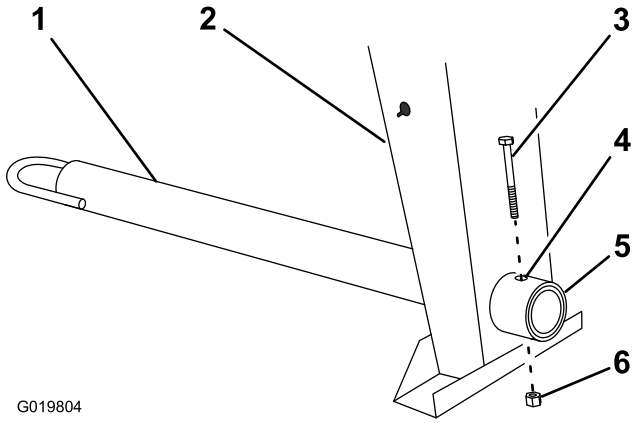

Figure 3
1. Retirez le boulon et l'écrou de la barre de remorquage (Figure 3).
2. Glissez la barre de remorquage en avant et alignez le trou de la barre sur le trou de raccordement du cadre (Figure 3).
3. Insérez le boulon dans les trous du raccordement du cadre et de la barre (Figure 3).
4. Vissez l'écrou sur le boulon et serrez jusqu'à ce qu'ils soient solidement appuyés contre le raccordement du cadre (Figure 3).